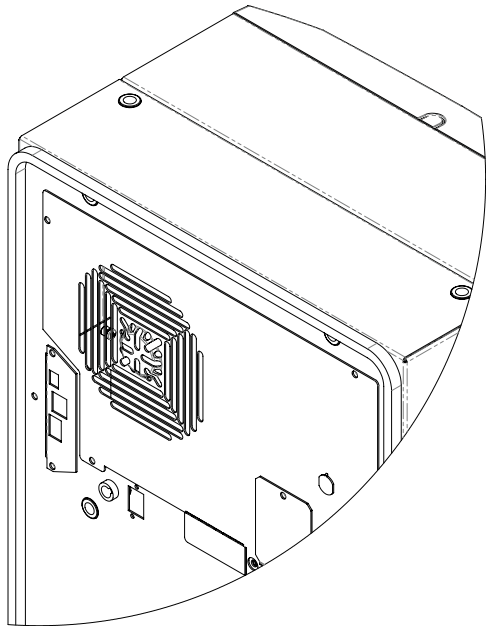

Ilustración 1
1. Con ayuda del juego de juntas de montaje suministrado con la unidad, instale la junta en el acondicionador de aire, véase Ilustración 1.